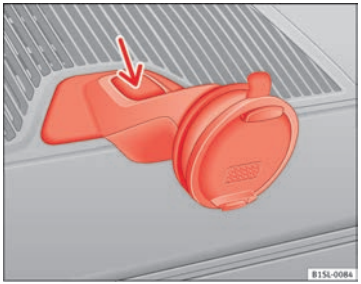

Fig. 128 Remove the navigator holder
- Press the holder release button ⇒ Fig. 128 (arrow).